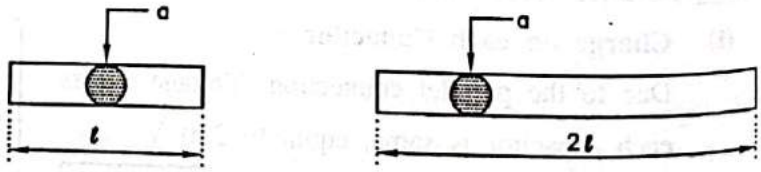

FIG. 1.18
- In Fig. 1.18, two conductors of same material having equal area of cross sectional are shown. But length of one conductor is $l$ and that of another conductor is $2l$. Resistance of conductor having length $2l$ will be twice than that having length $l$.